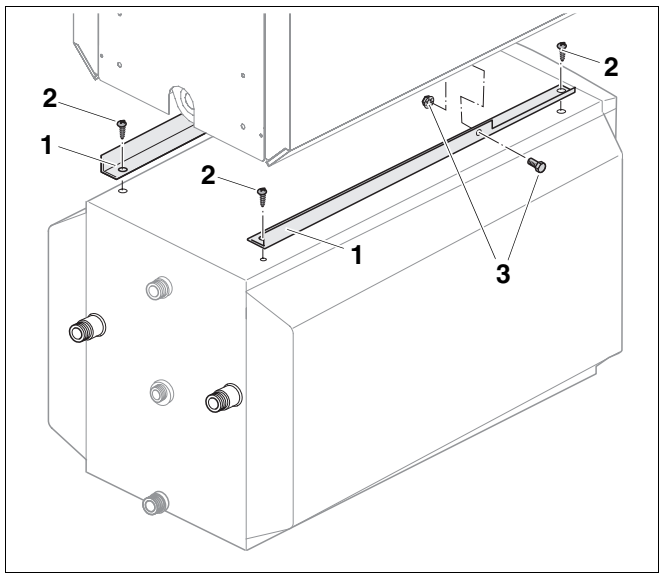

Afb. 3 Montage aan de bevestigingshoek
- Schroef de hoekvormige profielrails (afb. 3, **pos. 1**) rechts en links vast met de verzonken kopschroeven (afb. 3, **pos. 2**) op de boiler, zodat het afgevlakte deel van de hoekvormige profielrails naar voren wijst (afb. 3).
- Steek de zeskantschroef M8 x 25 (afb. 3, **pos. 3**) door de zijdelingse boring van de hoekvormige profielrails en de lange opening in de voetjes van de ketel. Schroef aan de binnenzijde telkens een moer met tandjes.